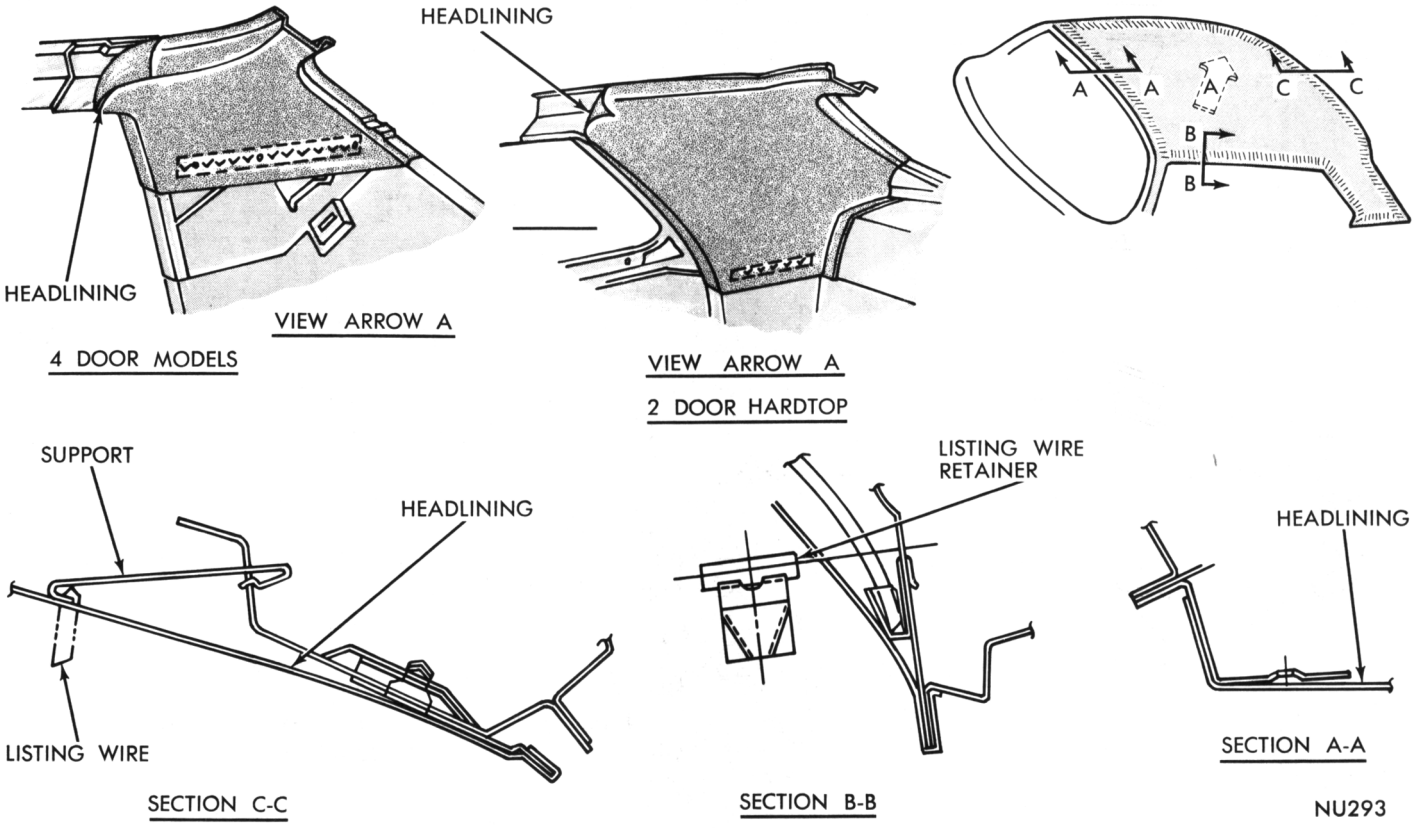

Fig. 8—Headlining Application—Fury
(6) Remove listing wires from side rail retainers and support wire from rear listing wire (Figs. 8 and 9).
(7) Remove all foreign material and cement from windshield header area and rear window opening areas.
(8) Remove listing wires from headlining and insert in comparable listing of new liner.